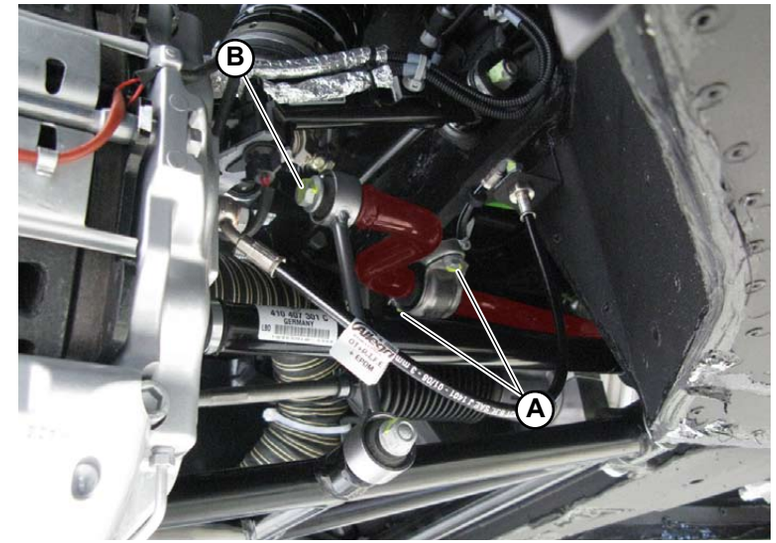

Fig.1
1. Remove the two mounting bolts (**A-Fig.1**).
2. Remove the bolt (**B-Fig.1**) and disassemble the connecting rod.